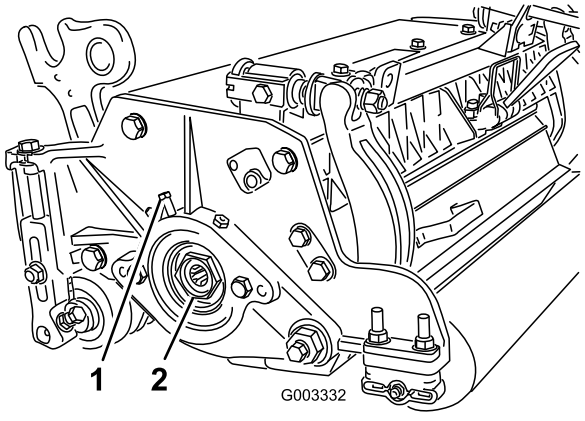

Figuur 25
A. Draai de externe stelschroef los waarmee de stelmoer van het lager vastzit aan de lagerbehuizing aan de linkerkant van het maaidek (Figuur 25).